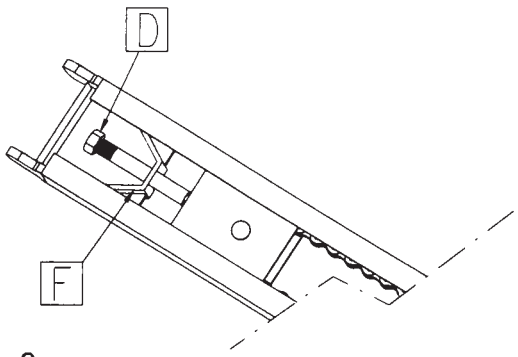

Fig. 2
- Afloje la tuerca D y extraiga el soporte de reenvío F (fig.2).